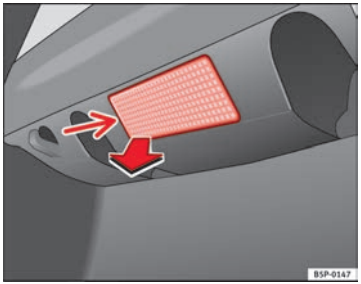

Fig. 170 Luggage compartment light
– Extract the tulip shaped fitting by pressing on the inside edge of this -arrow- using the flat side of a screwdriver ⇒ Fig. 170. ▶